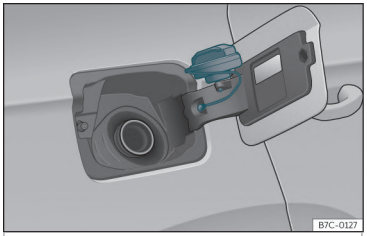

Fig. 197 Clapeta rezervorului de carburant cu bușonul atașat.
- Așezați bușonul în spațiul din balamaua clapetei deschise››› **fig. 197** .